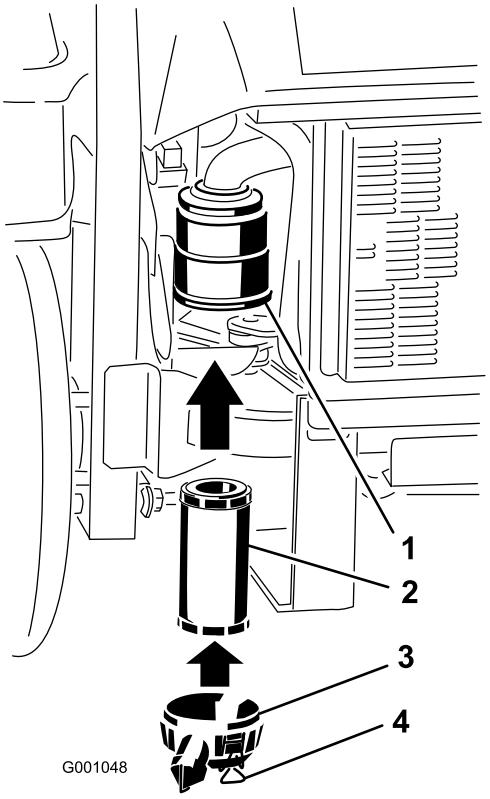

Figur 40
2. Isæt forsigtigt det nye filter i filterhuset (Figur 40). Sørg for, at det er helt på plads ved at skubbe på filterets yderste kant, mens det installeres.
3. Monter luftfilterdækslet, og fastgør låsene (Figur 40).